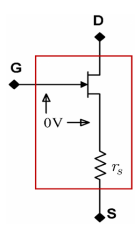
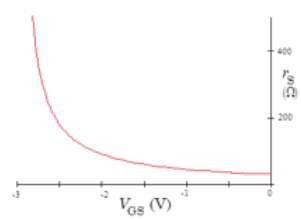

FIGURE 7. Source resistance model.
FIGURE 8. Source resistance r_{s} as a function of V_{GS}.
2.4. **Small-Signal Source Resistance Model.** A useful variant of the transconductance model is the source-resistance model. This model consists of an ideal JFET connected to an internal source resistor, r_{s}, as shown in Fig. 7. The value of the source resistor is defined to be $r_{\mathrm{s}} = 1/g_{\mathrm{m}}$, and for a typical JFET is graphed in Fig. 8.